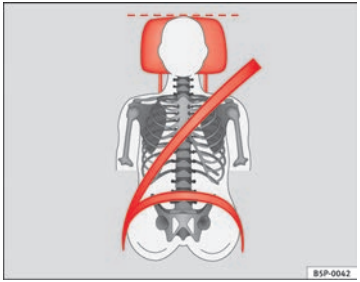
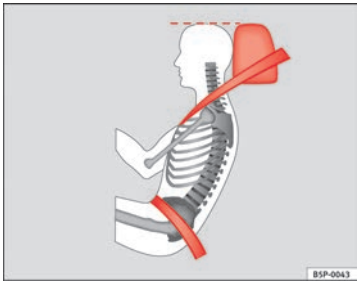

Fig. 3 Properly adjusted head restraint viewed from the front
Fig. 4 Properly adjusted head restraint viewed from the side
– Adjust the head restraint so that its upper edge is at the same level as the top of your head, or as close as possible to the same level as the top of your head and, at the very least, at eye level. ⇒ fig. 3 and ⇒ fig. 4